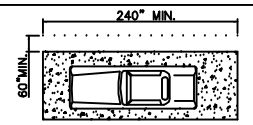

FIG. 10
4.6.5 PASSENGER LOADING ZONES. PASSENGER LOADING ZONES SHALL PROVIDE AN ACCESS AISLE AT LEAST 60" (1525mm) WIDE AND 20' (6m) LONG ADJACENT AND PARALLEL TO THE VEHICLE PULL-UP SPACE (SEE FIG. 10). IF THERE ARE CURBS BETWEEN THE ACCESS AISLE AND THE VEHICLE PULL-UP SPACE, THEN A CURB RAMP COMPLYING WITH 4.7 SHALL BE PROVIDED. VEHICLE STANDING SPACES AND ACCESS AISLES SHALL BE LEVEL WITH SURFACE SLOPES NOT EXCEEDING 1:50 IN ALL DIRECTIONS.
4.6.6 VERTICAL CLEARANCE. PASSENGER LOADING ZONES SHALL PROVIDE AN ACCESS AISLE AT LEAST 60" (1525mm) WIDE AND 20' (240") (6100mm) LONG ADJACENT AND PARALLEL TO THE VEHICLE PULL-UP SPACE (SEE FIG. 10). IF THERE ARE CURBS BETWEEN THE ACCESS AISLE AND THE VEHICLE PULL-UP SPACE, THEN A CURB RAMP COMPLYING WITH 4.7 SHALL BE PROVIDED. VEHICLE STANDING SPACES AND ACCESS AISLES SHALL BE LEVEL WITH SURFACE SLOPES NOT EXCEEDING 1:50 (2%) IN ALL DIRECTIONS.